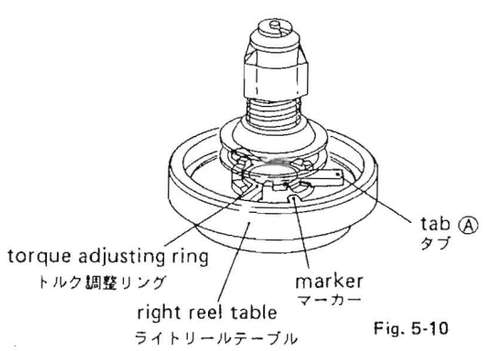

Fig. 5-10
4. If the take-up torque is still out of the limits, adjust the torque adjusting ring provided on the right reel table. The torque can be adjusted to three values as shown in Fig. 5-10. Turn the torque adjusting ring with the tab Ⓐ, pulling slightly upward, and place the tab on one of three stepped portions having pawls to fix the tab.